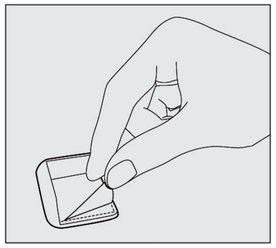
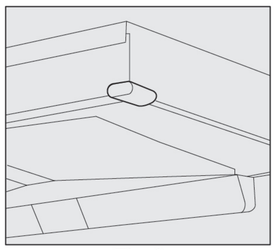

Fig.3
Fig.4
(2) Prop the ring suction plate with both hands, make it spiral upward, push in while the ring suction plate spirals, finally make the touch claw on the ring suction plate insert into he touch button on the smoke collection hood;
10. Install anti-collision accessories, firstly remove the double faced adhesive tape (see Figure 3), then stick the anti-collision accessories to the corner of the smoke exhaust (see Figure 4);